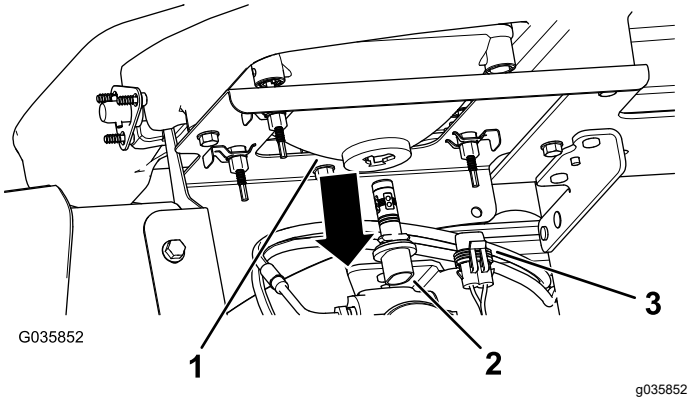

Figuur 40
3. Maak de elektrische aansluiting voor de kabelboom los van de lampaansluiting aan de achterkant van de behuizing van de koplamp (Figuur 40).
4. Draai de lamp een kwartslag linksom en duw ze naar achteren, uit de behuizing van de koplamp (Figuur 40).
5. Monteer de nieuwe lamp en de nieuwe behuizing voor de koplamp; lijn de lipjes van de lamp uit met de sleuven in de behuizing van de koplamp (Figuur 40).
6. Bevestig de lamp door deze een kwartslag rechtsom te draaien (Figuur 40).
7. Koppel de elektrische aansluiting voor de kabelboom aan op de aansluiting van de nieuwe lamp (Figuur 40).